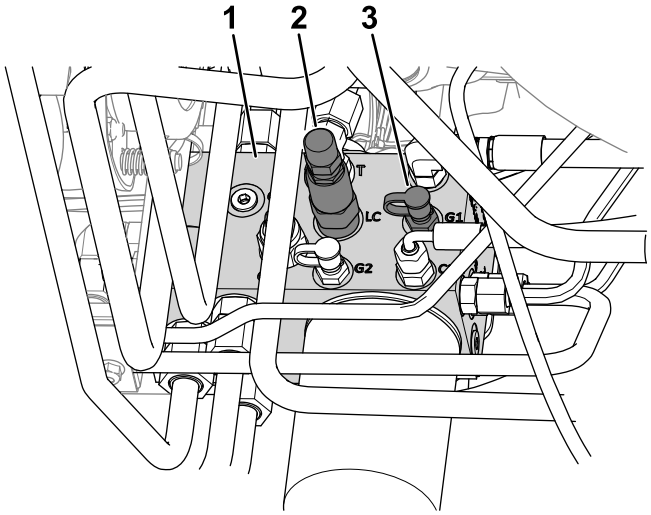

Bild 21
4. Schließen Sie ein Manometer an den Prüfanschluss an (gekennzeichnet mit G1, siehe Bild 21).
2. Gewichtsverlagerungsspule (LC)
5. Entfernen Sie an der Seite des Hubverteilers die Kappe vom Prüfanschluss (gekennzeichnet mit G1, siehe Bild 21).
6. Lösen Sie die Klemmmutter am Ende der Gewichtsverlagerungsspule (gekennzeichnet mit LC, siehe Bild 21).